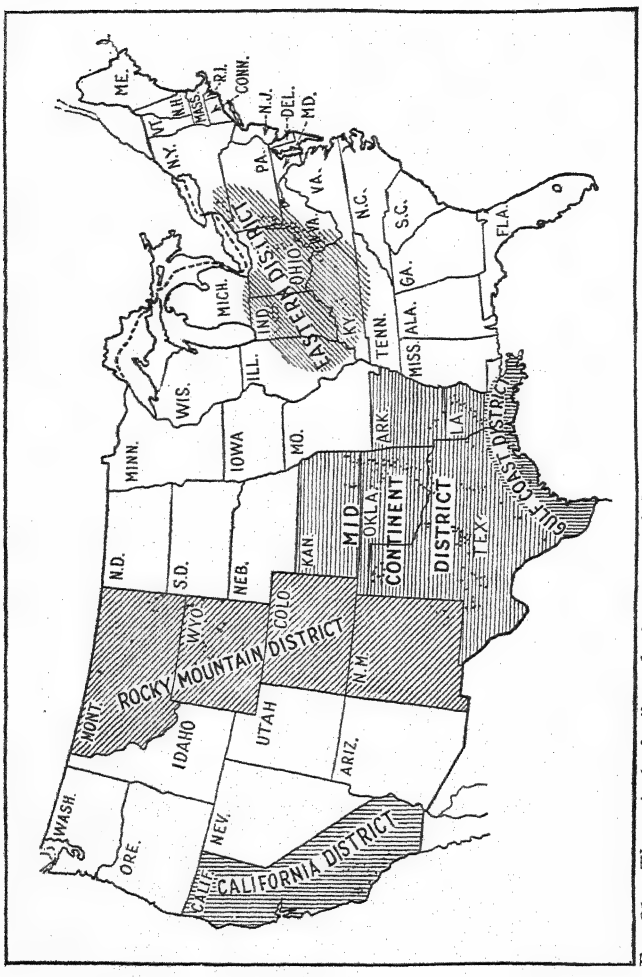

FIG. 81.—The principal oil-producing areas of the United States. (*Courtesy of American Petroleum Institute.*)
nessee; (2) the Lima-Indiana field, including the pools of Indiana; (3) the Illinois field, including the pools of that state; (4) the Mid-Continent field, including Kansas, Oklahoma, Arkansas, Louisiana, Texas, eastern New Mexico, and Oklahoma; (5) the Rocky Mountain field, including Colorado, Wyoming, Montana, Utah, and parts of New Mexico; and (6) the California fields (Fig. 81). The U.S.S.R. stands second in production, with Venezuela third, Mexico